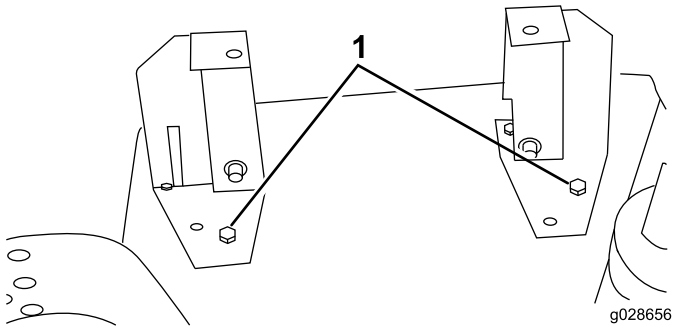

Figur 12
4. Brug hvert beslag som skabelon til at markere placeringen af det tredje monteringshul (bageste venstre position (Figur 12).
7. Bor et hul på 3/8 tomme i diameter for hvert beslag, og fastgør med en maskinskrue (5/16 –18 x 3/4 tomme) og låsemøtrik (Figur 12).